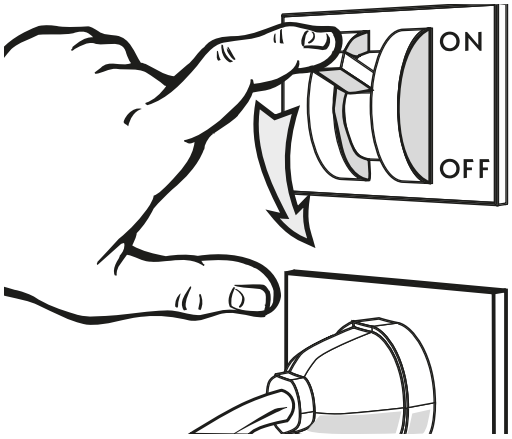

Fig. 23
- Couper la tension électrique au meuble réfrigéré en intervenant sur l'interrupteur-sectionneur général mural ("Fig. 23").